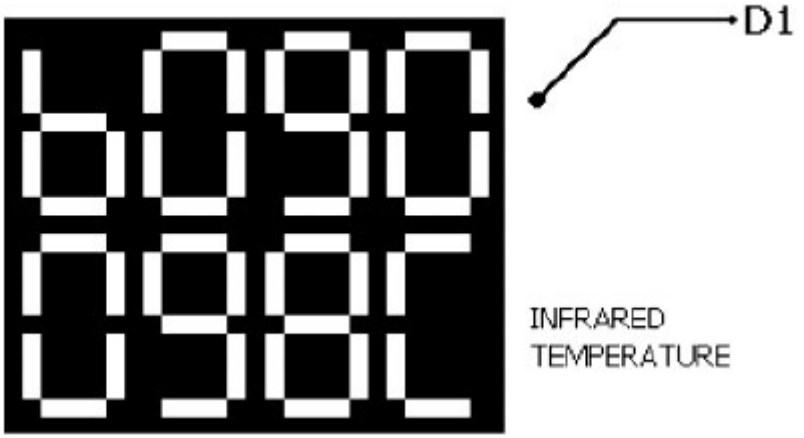

рис. 5
7. Как только температура предварительного подогрева достигнута, вы можете включать ИК-излучатель. Для этого нажмите кнопку C1 на панели контроля. Индикатор температуры ИК-излучения D1 должен показывать изображение, похожее на то, которое показано на рис. 5.